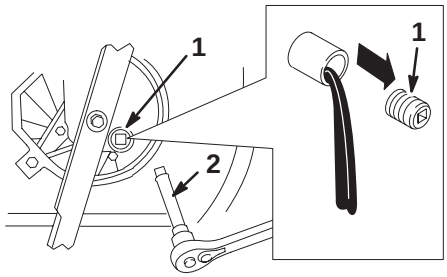

Bild 18
5. Entfernen Sie die Ölverschlussschraube und stellen den Rasenmäher wieder in seine Betriebsstellung. Lassen Sie dann das Öl in das Gefäß ablaufen (Bild 18).